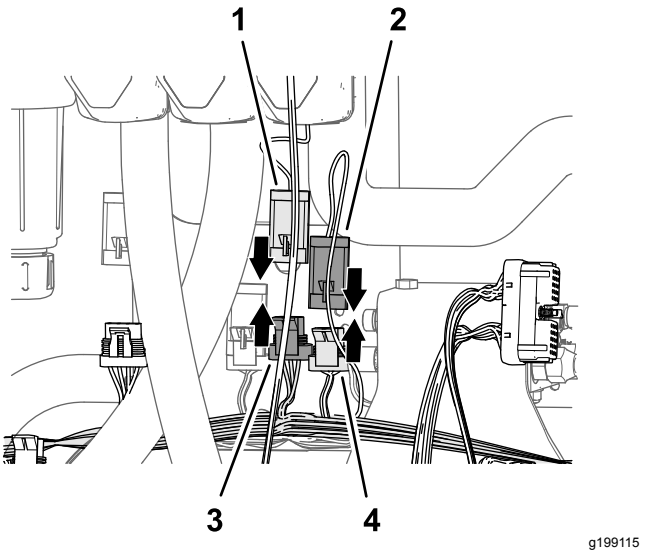

Figur 88
2. Tilslut stikket med 3 ben på afgreningsledningen (89 cm) med angivelsen HOVEDVENTIL fra sættets ledningsnet til stikket med 3 sokler på maskinens ledningsnet med angivelsen HOVEDSPRØJTEVENTIL (Figur 88).
3. Tilslut stikket med 3 ben på hovedsprøjteventilens aktuator til afgreningsledningens (89 cm) stik med 3 sokler med angivelsen HOVEDVENTIL (Figur 88) fra sættets ledningsnet.